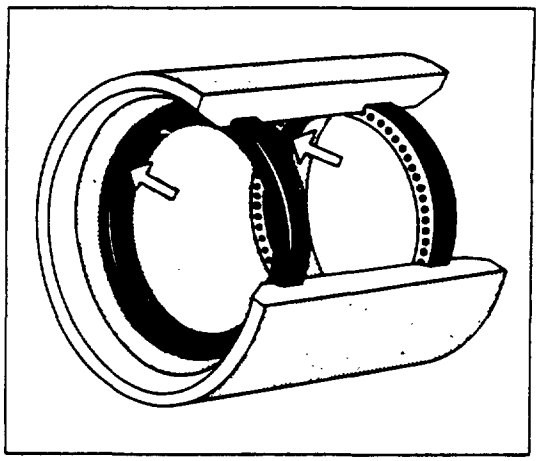

Figure 36
Certain-teed FLUID-TITE Couplings are easily assembled. The scientifically designed and patented rubber gaskets have tapered surfaces that allow the pipe to assemble easily — yet seal perfectly. (Figure 36).
A. Place rubber gaskets inside coupling groove with holes facing center. After placing, snap the gasket at the four quarters of its circumference to insure that the gasket is properly seated in the groove. (Figure 36).